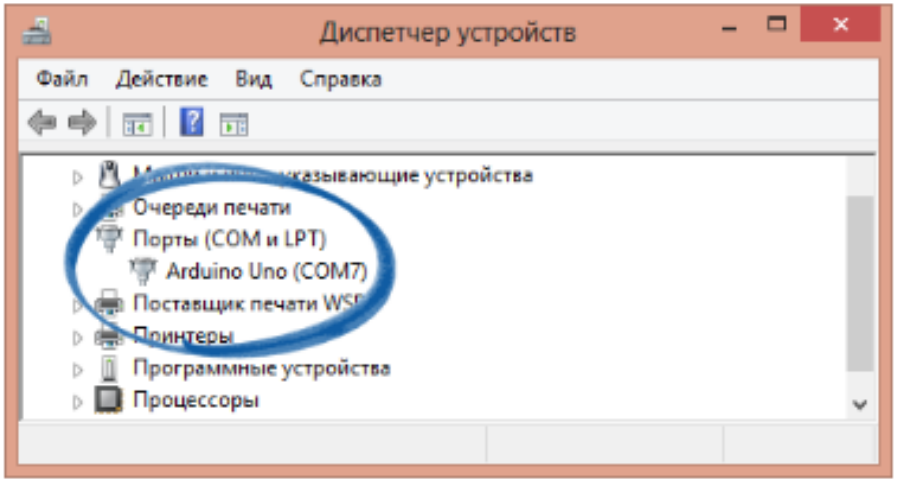

Рисунок 2.Диспетчер устройств
- Чтобы настроить Arduino IDE на работу с ArduinoUno, нам необходимо узнать, какой номер COM-порта присвоил компьютер ArduinoUno. Для этого нужно зайти в «Диспетчер устройств» Windows и раскрыть вкладку «Порты (COM и LPT)». Мы должны увидеть следующую картину см.Рис.2: